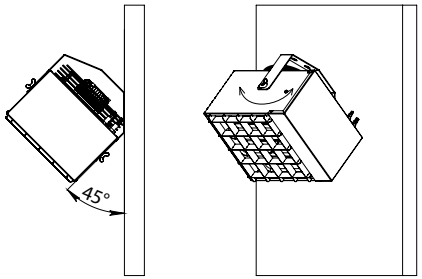

Рис. 9 - Наклон 45°
- Направление потока под углом 45° с возможностью поворота относительно оси вращения. (Рис.9)